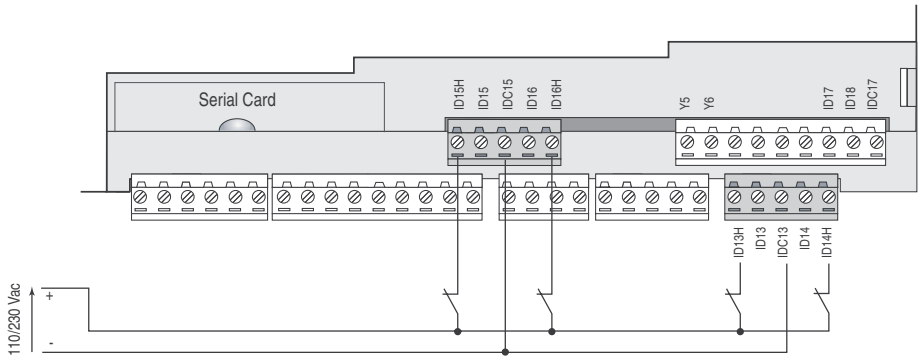

Fig. 4.5.3.1
La figura seguente rappresenta uno tra i più comuni schemi di collegamento degli ingressi digitali a 230 Vac. Ogni gruppo (vedi **Significato ingressi I/O**) può essere sottoposto a tensioni diverse. All'interno di ogni gruppo non si può avere indipendenza degli ingressi digitali: per esempio, con riferimento alla Fig. 4.5.3.1 gli ingressi ID15 e ID16, a causa del morsetto comune, devono essere alimentati alla medesima tensione per evitare pericolosi cortocircuiti e/o messe in tensione a 230 Vac di circuiti a tensione inferiore.
*The following figure represents one of the more common connection diagrams for the 230 Vac digital inputs. Each group (see **Meaning of I/O inputs**) can have different voltages. Within each the digital inputs are not independent, however: for example, with reference to Fig. 4.5.3.1, the inputs ID15 and ID16, due to the common terminal, must be powered at the same voltage to avoid dangerous short-circuits and/or the powering of lower-voltage circuits at 230 Vac.*